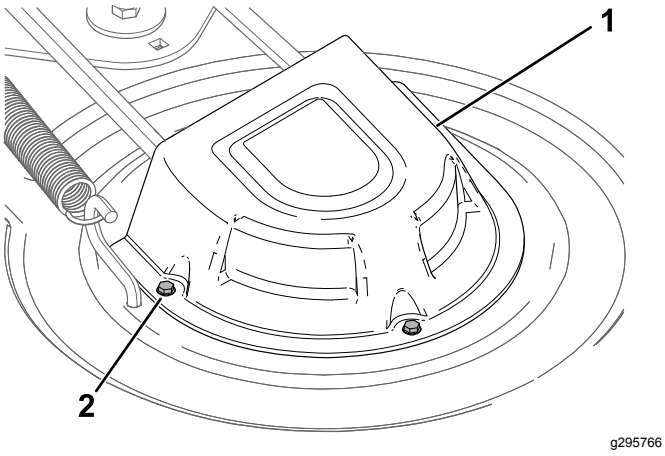

Figur 53
4. Løsn skruerne, og tag remskivens dæksler af (Figur 53).